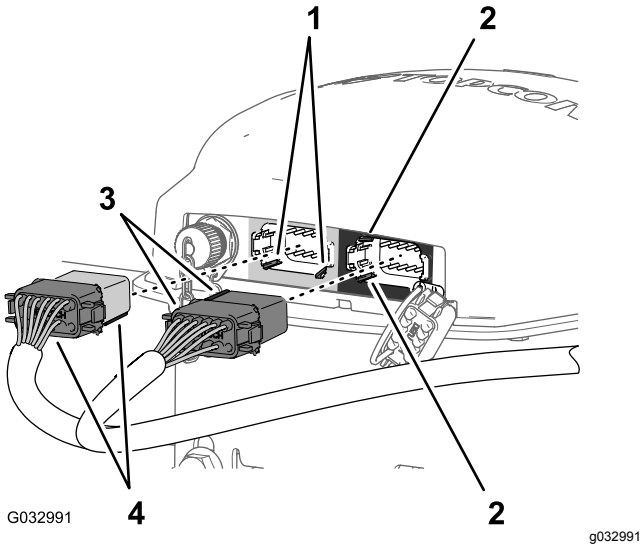

Figuur 159
3. Lijn de 2 nokken van de lange zijde van de grijze en zwarte busconnector met 12 contacten van de datakabel uit met de 2 groeven in de onderste, horizontale wand van de linker (grijze) stekker met 12 pinnen van de navigatieontvanger (Figuur 159).
4. Sluit de grijze en zwarte connector met 12 bussen van de datakabel aan op de linker (grijze) connector met 12 pinnen van de navigatieontvanger; de connectors moeten in elkaar klikken (Figuur 159).
5. Lijn de 2 nokken van de korte zijde van de zwarte connector met 12 bussen van de datakabel uit met de 2 groeven in de linker, verticale wand van de rechter (zwarte) connector met 12 pinnen van de navigatieontvanger (Figuur 159).
6. Sluit de geheel zwarte busconnector met 12 bussen van de datakabel aan op de linker (zwarte) connector met 12 pinnen van de navigatieontvanger; de connectors moeten in elkaar klikken (Figuur 159).